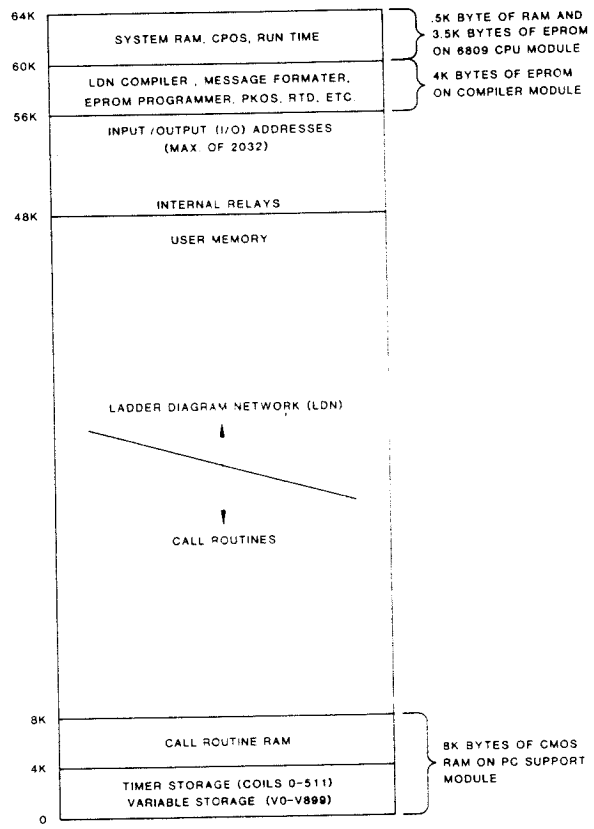

FIGURE 2-1 MEMORY MAP
2.2.2.2 Memory Map - The 6809 CPU Module can address up to 64K bytes (1K = 1024, 1 byte = 8 bits) of memory addresses. The memory map (FIGURE 2-1) shows where the various software components will reside within the 64K byte boundary.